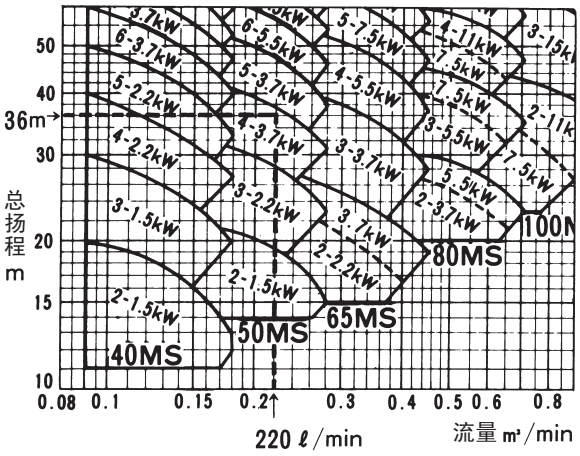

图 1-14　选型图(MS 型多级离心泵)
在各种泵的性能曲线图中抽取出最合适的范围，把它们汇总后制成的图称为“选型图”（图 1-14）
选型时，在选型图上求出流量和总扬程两者的交点，覆盖该交点的泵型即为最适宜的泵。（例：在图 1-14 中，当流量为 220ℓ/min、总扬程为 36m 时，即为 50MS、4 级 3.7kW 泵。）一般选型图是以比重为 1.0 的清水为标准来表示电机功率的，但当为盐水之类比重不同的介质时，就有产生过载的危险，所以必须根据 1-4 ⑤进行校验。